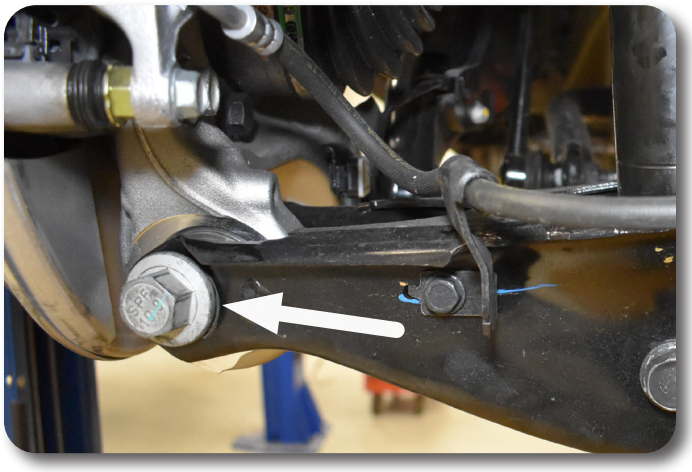

Figure 16
19. Re-Attach the lower control arm to the knuckle. Torque to 133 ft-lb. Figure 16